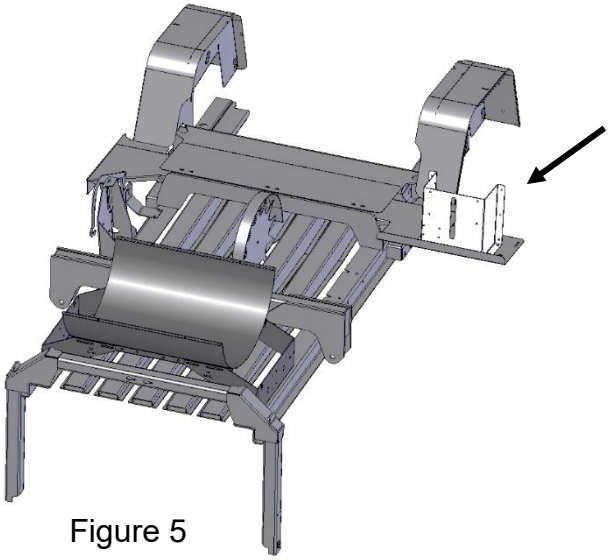

Figure 5
a. Mark the mounting holes and drill out using 3/8” bit. Recommended mounting locations pictured (Fig. 5 and 6). Alternatively dye marker tank can be mounted near ground level for ease of filling.